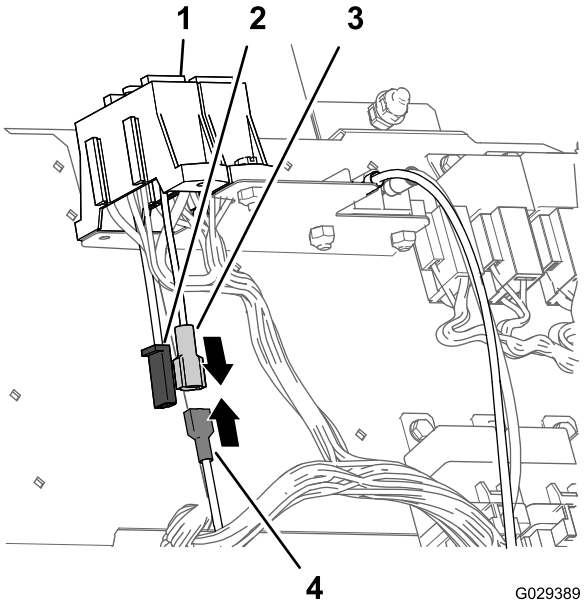

Figur 20
1. Om maskinen har en bladkontakt för redskap på maskinens säkringsblock kan du ansluta bladkontakten på finputsningssatsens kablage till uttagskontakten på maskinens säkringsblock (Figur 20).